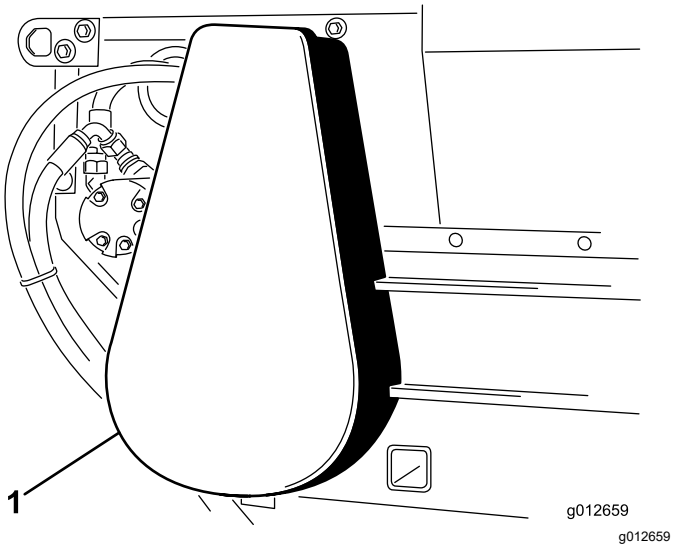

**Figuur 23**
2. Verwijder het kettingdeksel (Figuur 23).
6. Plaats het kettingdeksel (Figuur 23).